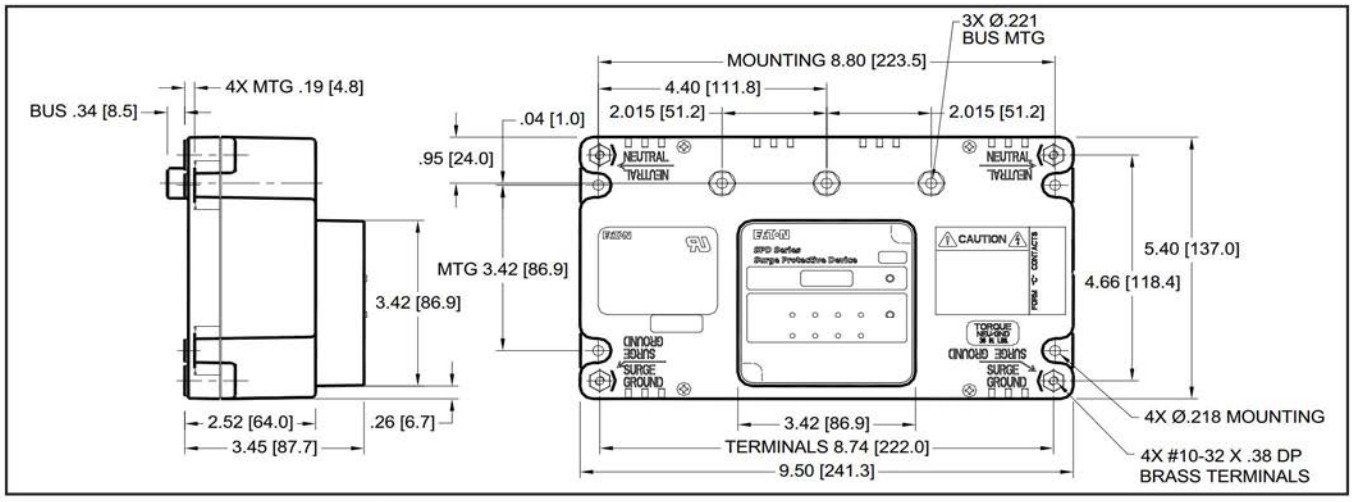
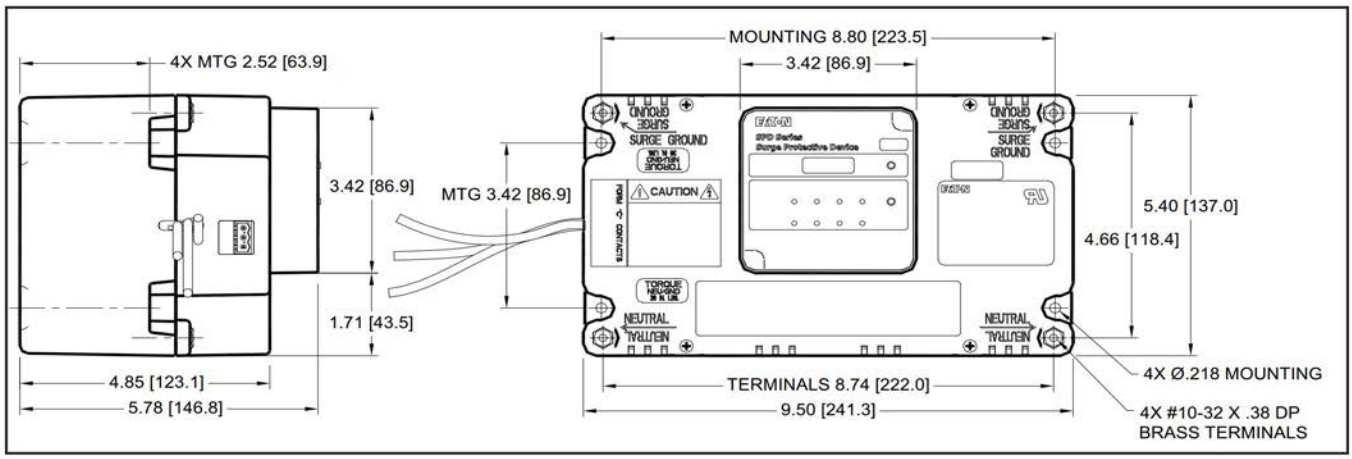

Figure 4. Dimensions for 50-200kA Units
Figure 5. Dimensions for 250-400kA Units
4. Mount the SPD to the support brackets (customer supplied) using #10 fasteners and tighten to 4.1 Nm (36 in-lbs). See Figures 4 and 5 for mounting details.
3. Mount the SPD to the support brackets (customer supplied) using #10 x 2-3/4" fasteners and tighten to 4.1 Nm (36 in-lbs). For 50-200kA models, see Figure 4 for mounting dimensions. For 250-400kA models, see Figure 5 for mounting dimensions. **Note:** Mount the SPD as close as possible to the circuit breaker.
1. Ensure that the dead-front or door has the appropriate cut-out to accommodate the SPD Display. See Figure 4 or Figure 5.
1. Ensure that the MCC bucket door has the appropriate cut-out to accommodate the SPD Display. See Figure 4 or Figure 5.